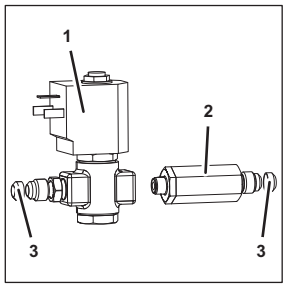

Fig. 67
4. Disconnect the non-return valve (Fig. 67/2) from the solenoid valve (Fig. 67/1).
5. Attach the new solenoid valve (Fig. 67/1) to the non-return valve (Fig. 67/2).
6. Check the seals (Fig. 67/3) for damage.
Replace any damaged seals (Fig. 67/3).
7. Apply Loctite to the solenoid valve (Fig. 67/1) and to the non-return valve (Fig. 67/2).
8. Position the solenoid valve (Fig. 67/1) with non-return valve (Fig. 67/2) within the unit.